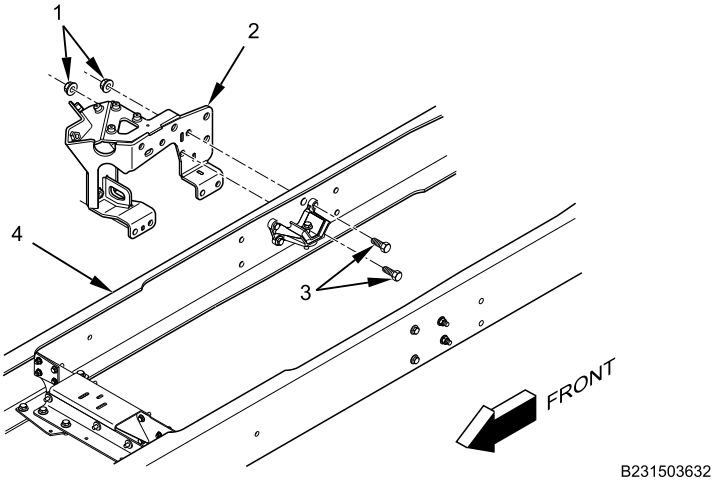

Figure 5. Wheel Deflector.
2. With assistant, install wheel deflector bracket (Figure 5, Item 2) on frame (Figure 5, Item 4) with six bolts (Figure 5, Item 3) and nuts (Figure 5, Item 1) as noted in removal. Tighten bolts securely.